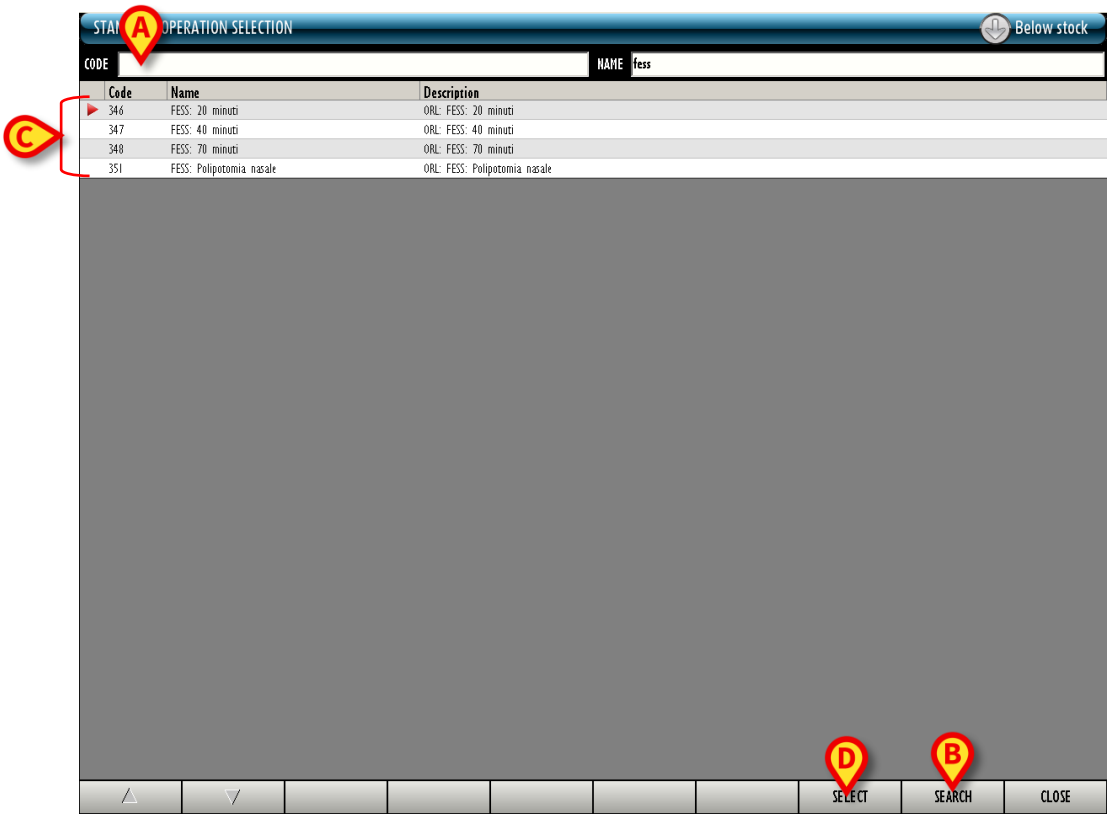

Fig 224
- Insert either the code or the name of the operation in the fields indicated Fig 224 **A**.
- Click the **Search** button on the command bar (Fig 224 **B**).
- The list of operations matching the specified values is displayed (Fig 224 **C**).
- Click the **Select** button on the command bar (Fig 224 **D**).